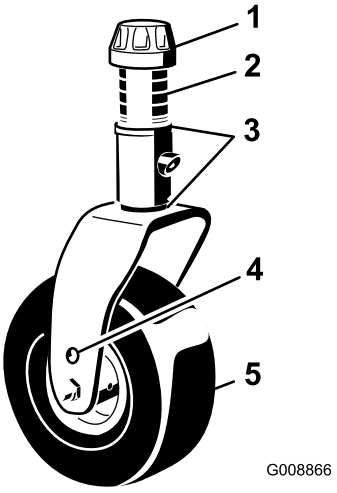

**Figuur 18**
3. Verwijder de klemkap van de spilas (Figuur 18) en schuif de as uit de zwenkwielarm. Plaats de twee opvulstukken (3 mm) op de spilas zoals zij oorspronkelijk zijn geplaatst. Deze opvulstukken zijn nodig om ervoor te zorgen dat de maaidekken over de gehele breedte horizontaal staan. Schuif het benodigde aantal afstandsstukken van 13 mm (raadpleeg onderstaande tabel) op de spilas om de gewenste maaihoogte te bereiken; schuif daarna de klemring op de as.